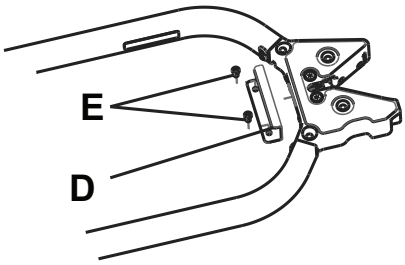

Figure 16 – Plaque d'arrêt
1. À l'aide d'une clé hexagonale M6, installer la plaque d'arrêt fournie (610000010015) (D) et deux vis hexagonales M6 (E) (non incluses) directement derrière le loquet de fixation de la civière (Figure 16).